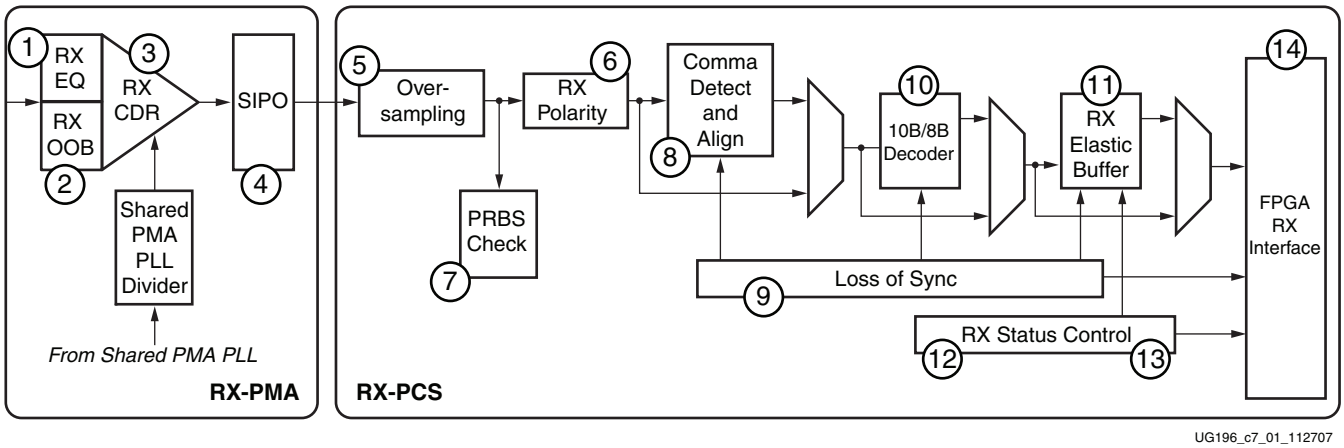

Figure E-3: **GTP RX Block Diagram**
Figure E-3 shows a detailed block diagram of the GTP RX. Refer to Chapter 7, GTP Receiver (RX), and Figure 7-1, page 137 for more details on this figure and the GTP RX blocks.
Table E-2 defines the latency for the specific functional blocks or group of functional blocks of the receiver section of the GTP transceiver. The values in the Block Number column correspond to the circled numbers in Figure E-3.